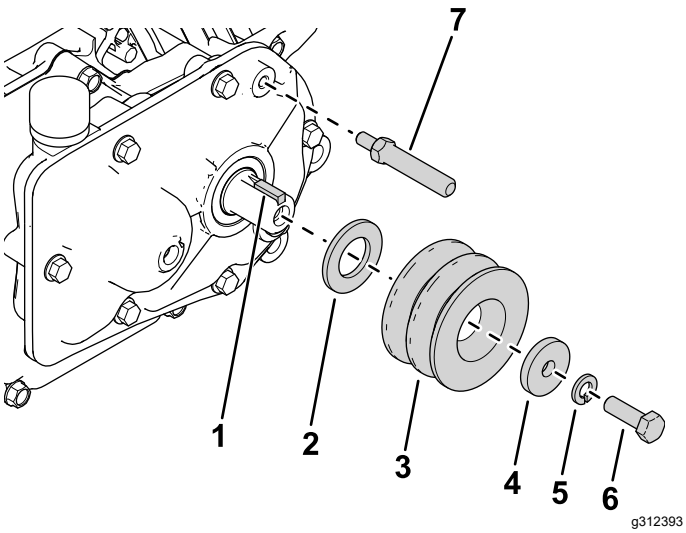

Figuur 2
2. Monteer de vierkante sleutel op de uitgangsas (Figuur 2).
3. Monteer de nieuwe ring (M20), de aandrijfpoelie, de ring (5/16"), de borgring en de bout (5/16" x 1") zoals getoond in Figuur 2.
4. Monteer de kantelas van de tractie aan de tandwielkast (Figuur 2).